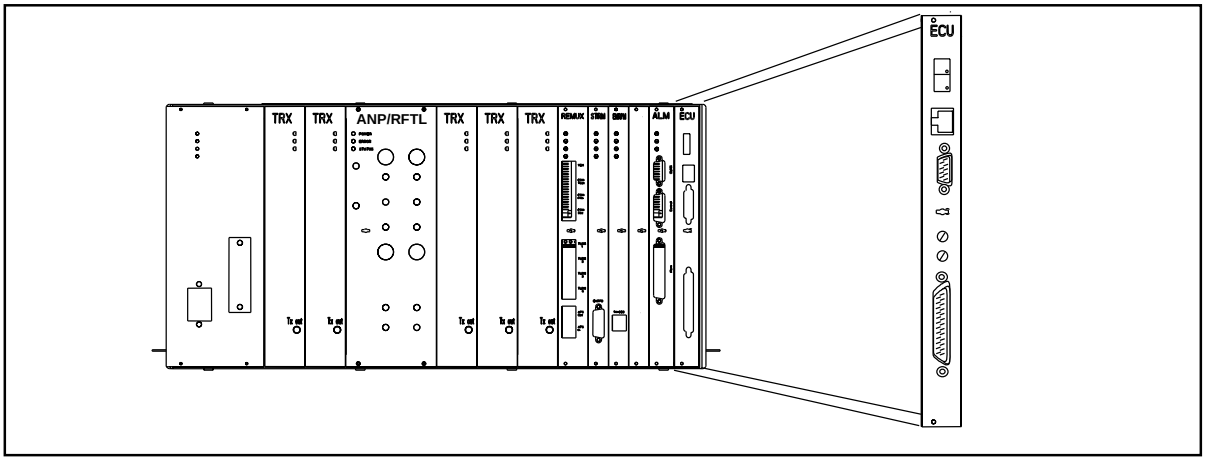

Figure 5-17. Environmental Control Unit (ECU)
4. Refer to Figure 5-17 on page 5-39)